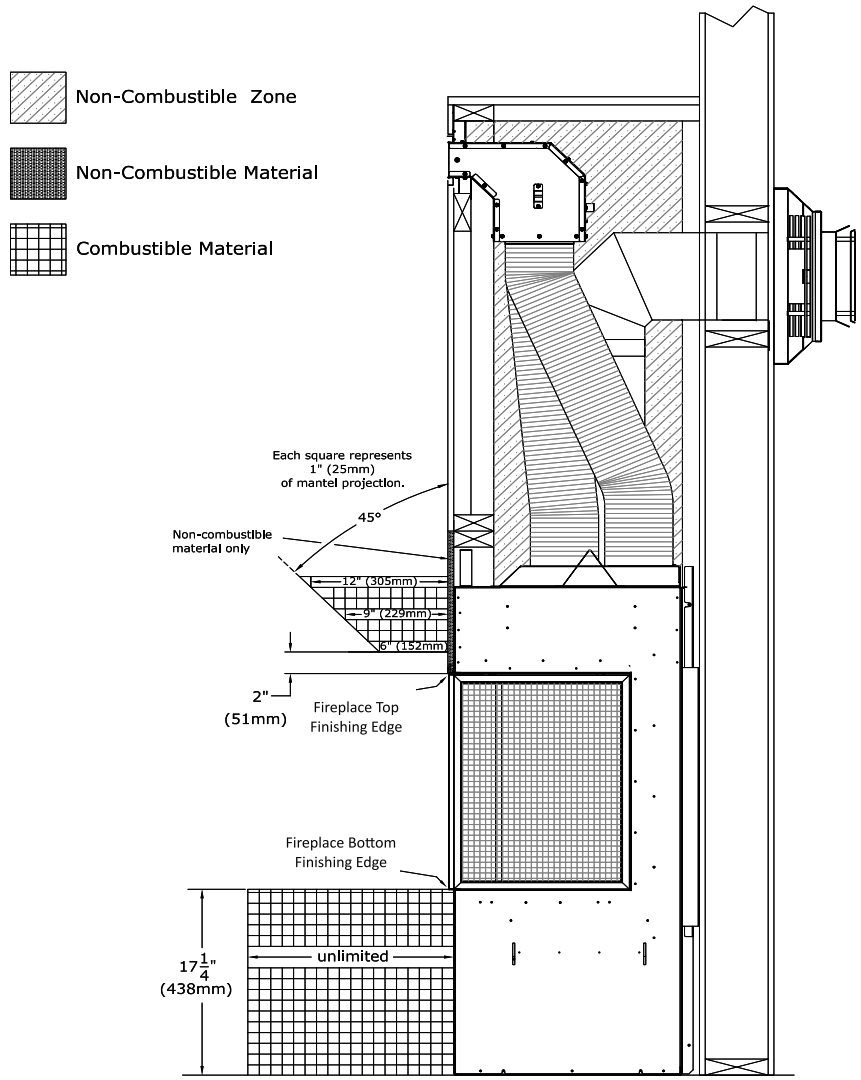

Figure 2.14 - Mantel and Hearth Projection
- **Combustible Mantel Projections:** A maximum of a 6" (152mm) mantel can be installed at 2” (51mm) above the side and top finishing edge. Mantel projections can increase 1” (25mm) of depth for every 1” of height starting at the 6” (152mm) mantel. See Figure 2.14.
- **Combustible Hearth**: Combustible hearth can have an unlimited projection. Hearth can be raised flush to the bottom finishing edge. See Figure 2.14.